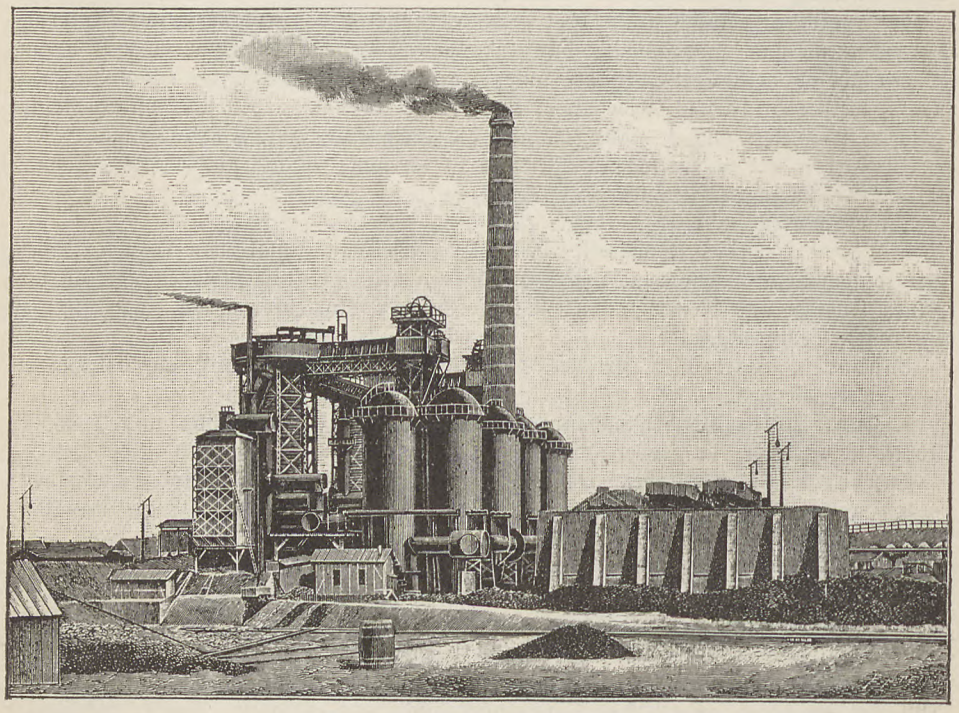
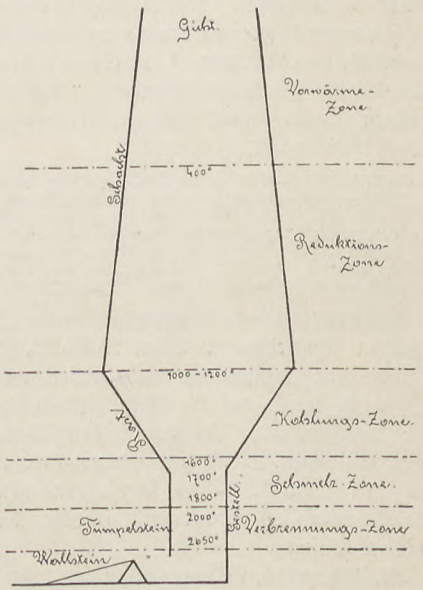

Fig. 139.
Fig. 140.
1. Der erste Schmelzprozeß, den die Eisenerze durchzumachen haben, geschieht im Hochofen, Fig. 139, 140. Durch Erhitzen mit Koks (früher mit Holzkohle) werden denselben die ihnen anhaftenden Sauerstoffverbindungen entzogen. Vorher werden die gewonnenen Erze aber für den Schmelzprozeß vorbereitet. Sie werden zerkleinert und von den anhaftenden Beimengungen an Thon, Kalk und Sand möglichst befreit. Dasselbe erreicht man auch, indem man sie einer gründlichen Verwitterung aussetzt. Im Hochofen selber erreicht dann diese Vorbereitung im obersten Ofenteile, dem sog. Vorwärmer, ihren Abschluß dadurch, daß hier die Beschickung (die rohen Erze) getrocknet und vorgewärmt wird. Bei einer Temperatur von 400° C. gelangt sie von hier in die sog. Reduktionszone, wo unter Luftzutritt Wasser und Kohlensäure ausgetrieben, die vorhandenen Schwefelmetalle zersetzt und das Eisenoxydul in Eisenoxyd verwandelt werden. Nun treten die vorbereiteten Massen in die Kohlungszone ein, wo das Eisen bei 1000—1200° C. Kohlenstoff aufnimmt und hierdurch stahlhaltig wird. Darunter liegt die eigentliche Schmelzzone; hier bildet sich bei 1600—1800° C. das Roheisen.
schließt sich nach unten zunächst der Schacht an, sodann die Rast (Kohlungszone). Diese steht auf dem Gestelle, das durch die Herdsohle abgeschlossen wird. Die Vorderseite des Gestelles ist durchbrochen; hier liegt der sog. Wallstein, darüber der Tümpelstein. Die Oeffnung am Wallstein wird während des Betriebes mit Thon verschlossen, nach beendigtem Schmelzprozeß durchstoßen, so daß nun das hier unten aufgesammelte geschmolzene Eisen abfließen kann. Gegenüber mündet das Rohr vom Gebläse, das der Flamme den nötigen Sauerstoff zur Erzielung der hohen Temperatur zuzuführen hat. Fig. 139 (aus „Gemeinfaßl. Darstellung d. Eisenhüttenwesens", Düsseldorf, A. Bagel.) Fig. 140 (aus Dr. Samter, „Reich der Erfindungen").